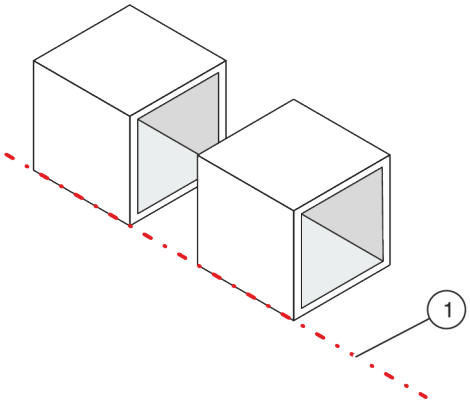

Fig. 11: Aligning AHU components
3. ▸ Align the AHU components so that they are flush with one another (Fig. 11/1).